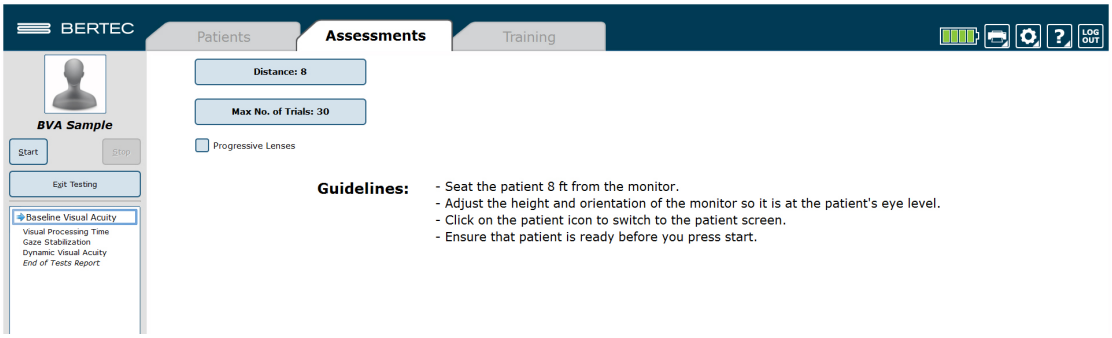

Figure 19. Écran du clinicien
4. L'écran du clinicien (Figure 19) du premier test de la liste devrait désormais s'afficher.
b. Si l'écran du patient ne s'affiche pas, appuyez sur F12 sur le clavier ou cliquez sur l'image du patient en haut à gauche de l'écran (voir la Figure 19)